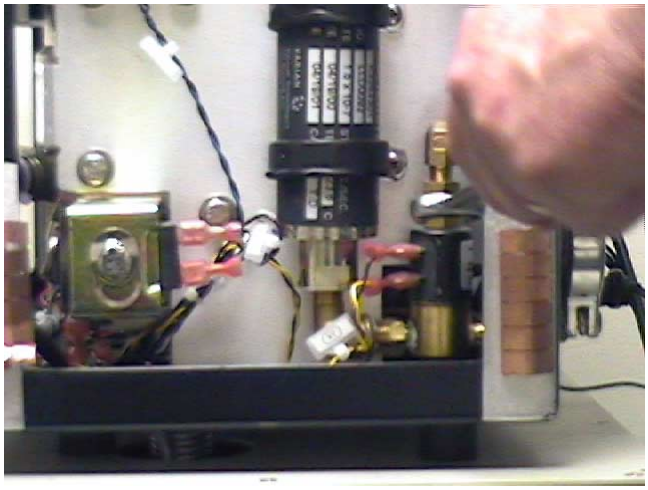

Figure 4-5 Valve Stem Removal
4. Use a 9-16 wrench to loosen the valve stem (Figure 4-5), then rotate the connection counterclockwise until you hit the stop.